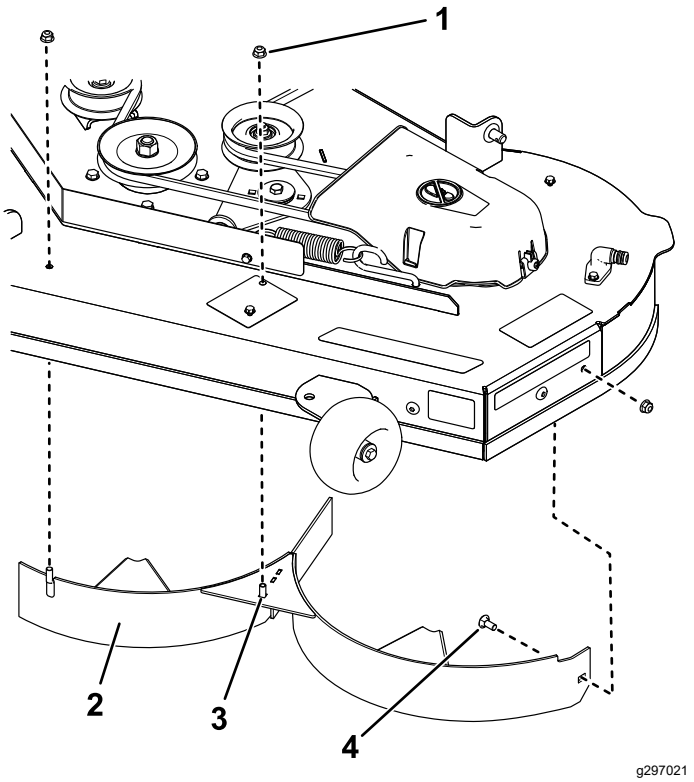

Figura 14
7. Remova as duas porcas de bloqueio (5/16 pol.) dos postes soldados do abafador esquerdo (Figura 14).
1. Porca de bloqueio – 5/16 pol. (3)
3. Poste soldado (2)
8. Remova o parafuso de carroçaria e porca de bloqueio que prendem o abafador esquerdo à plataforma e remova o abafador (Figura 14).
9. Localize os 2 parafusos nas peças soltas e utilize as porcas de bloqueio existentes e instale as fixações nos orifícios mostrados na Figura 14 no cortador para evitar que os detritos saiam.